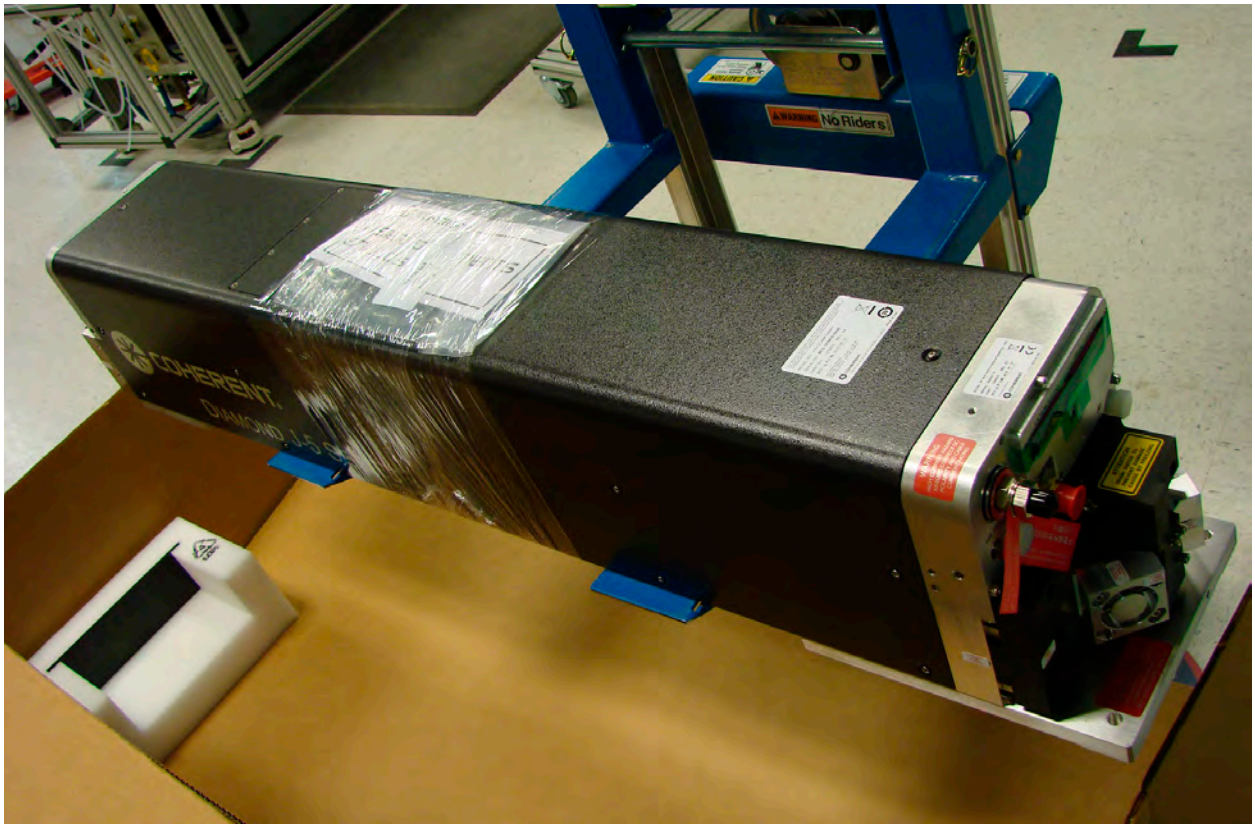

Figure 3-7. Lifting the Laser
4. Fold down the front side of the box. Insert fork-type lifting device between the laser and the box, then lift the laser out of the box (Figure 3-7).